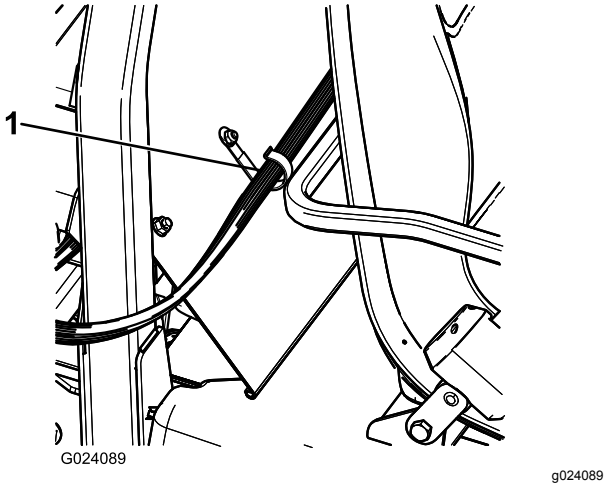

**Figur 22**
2. Monter en J-klemme bak passasjersetet (Figur 22) ved hjelp av en bolt (¼ x ½ tomme) og en flensmutter (¼ tomme).
3. Fest kontrollkonsolledningen til konsollen og veltebeskyttelsesdekselet med J-klemmer (Figur 22).